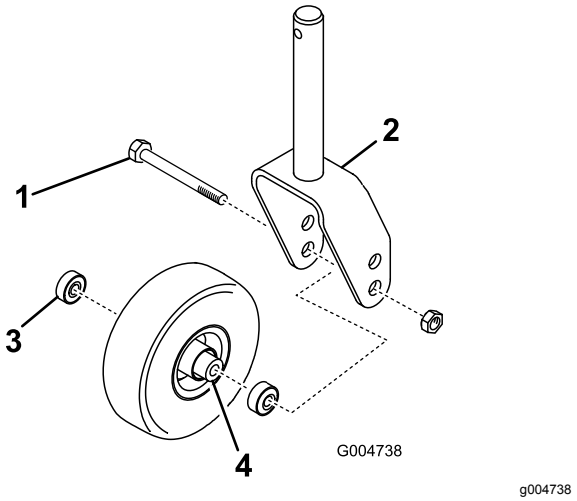
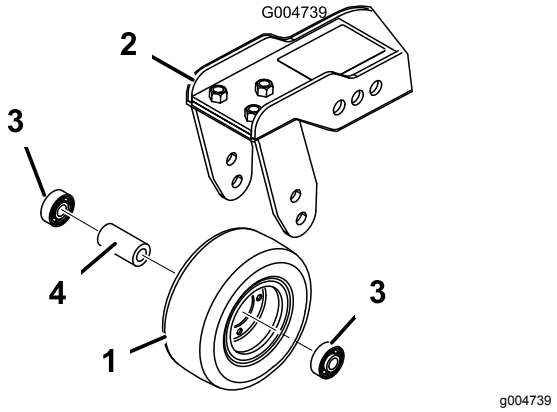

**Figuur 105**
**Figuur 106**
1. Verwijder de borgmoer van de bout waarmee het zwenkwiel is bevestigd in de zwenkwielvork (Figuur 105) of in de draaiarm van het zwenkwiel (Figuur 106).
2. Verwijder het lager uit de wielnaaf en laat het lager eruit vallen (Figuur 105 en Figuur 106).